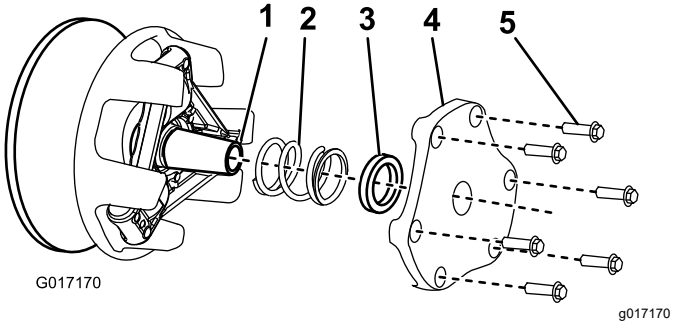

Figura 50
4. Aparte la tapa, el espaciador y el muelle (Figura 50).